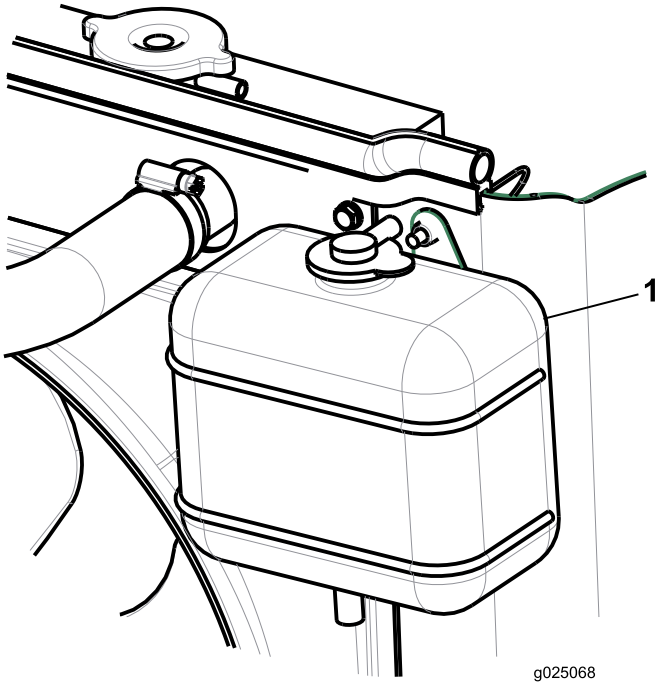

Figur 23
2. Kontroller kjølemiddelnivået i ekspansjonstanken (Figur 23).